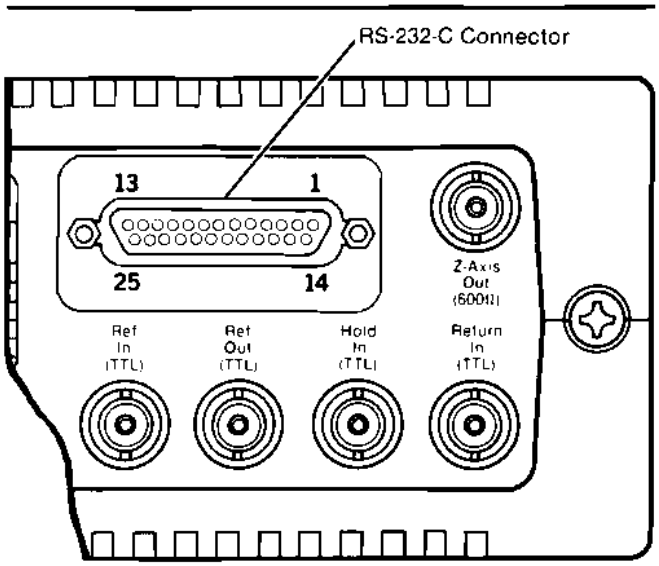
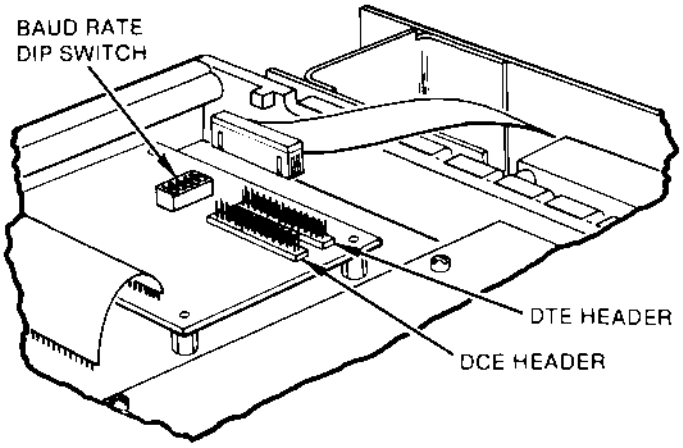

Figure 2-7. RS-232-C Connector Pinouts
Figure 2-8. Baud Rate Switch and DTE/DCE Connections
The RS-232-C I/O rear panel pin connections and signal names are given in table 2-3. The panel connector is a DB-25 female connector (see figure 2-7) and will connect to a standard RS-232-C cable (interface type E). The data format is an 8-bit, no parity, one stop bit. The baud rate is selectable from those listed in table 2-5 using dip switch S1 (figure 2-8).
Before connecting the Model 75 using the RS-232-C interface, the correct configuration (DCE or DTE) must be selected and the internal ribbon cable connected to either the DCE or DTE location (see figure 2-8) on the RS-232-C option board. To determine which configuration is correct, you will need the manual for the device to which you are connecting the Model 75. The following assumes that the other device has a DB-25, RS-232-C connector.
1. Determine if the other device is a DCE device or a DTE device. If this is not explicitly spelled out you will need to look at the pin out for its connector. If pin 2 is the data output, the device is a DTE (most computers). If pin 3 is the data output, the device is a DCE (most modems). Configure the Model 75 as the opposite type of device by connecting the internal option cable to the appropriate header (see figure 2-8).
4. Set the baud rate on the Model 75 to the highest rate that is available on both the Model 75 and the other device by setting the dip switches (figure 2-8) according to table 2-4.